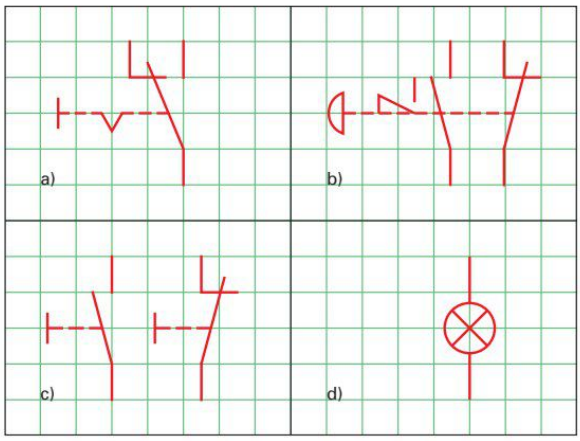

Bild 2: Betriebsmittel des Bedienfeldes
2. Zeichnen Sie die Schaltzeichen der Betriebsmittel zu **Bild 2** (Öffner und Schließer beachten).
3. Geben Sie die Namen der Betriebsmittel **(Bild 2)** in englischer Sprache an.